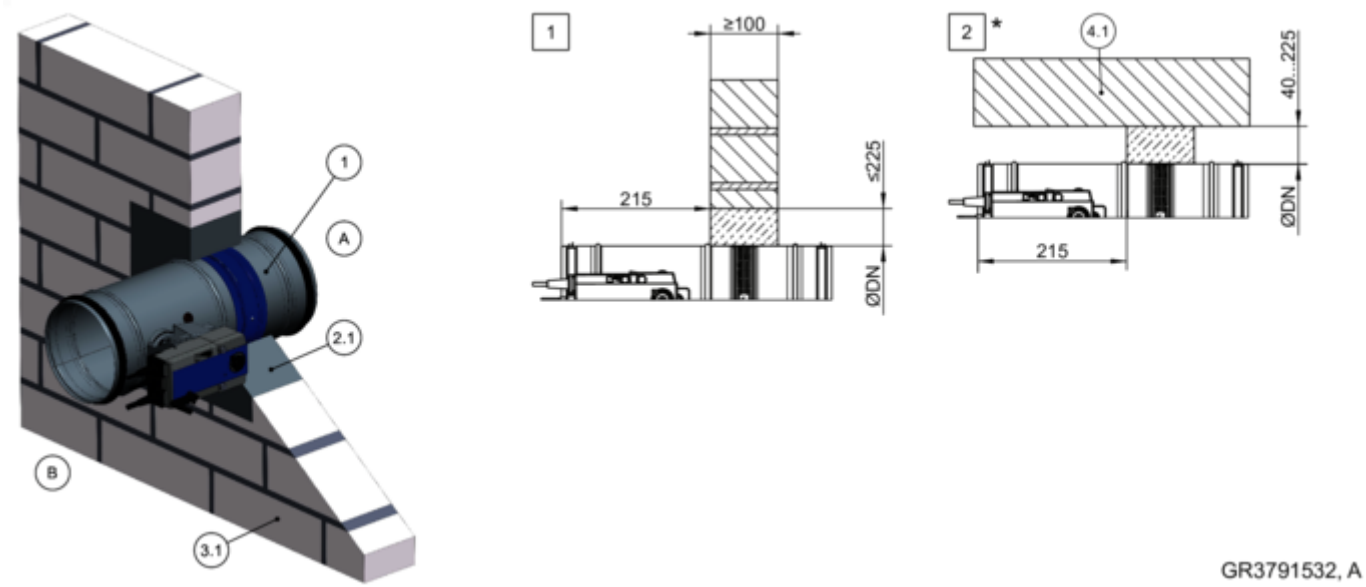
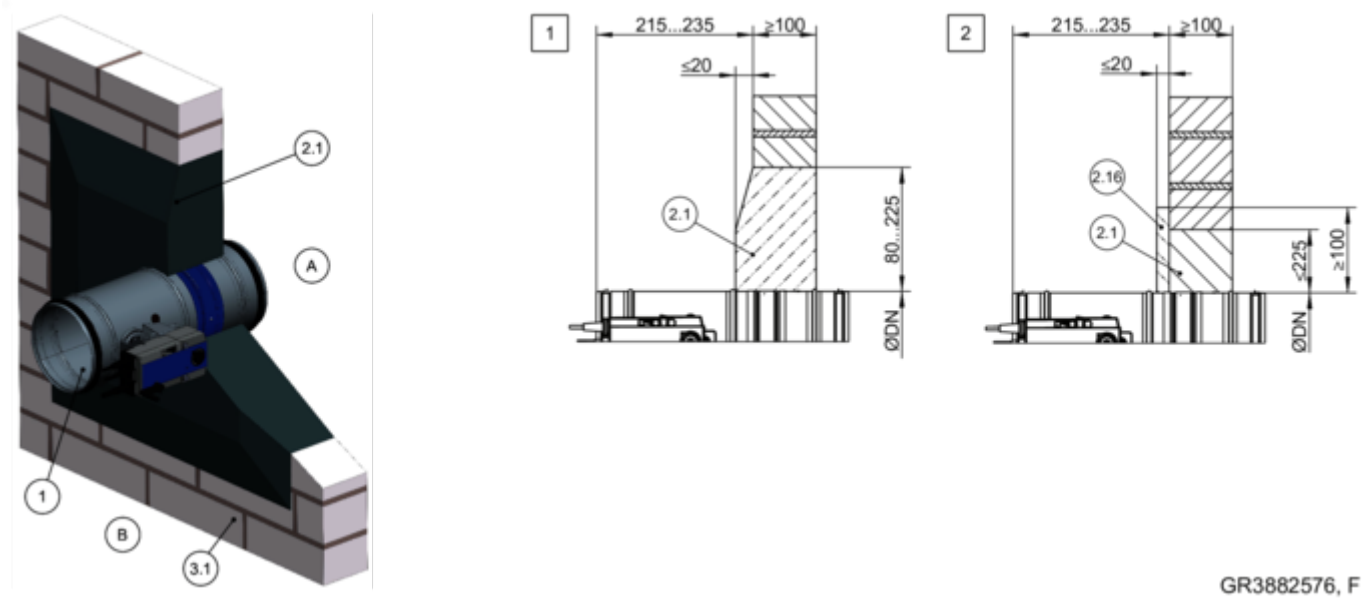

*Abb. 38: Nasseinbau in Massivwand*
*Abb. 40: Nasseinbau in Massivwand – Einbau nicht wandbündig*
- bei W ≥ 100 mm, Abstände Abb. 38 bis Abb. 40